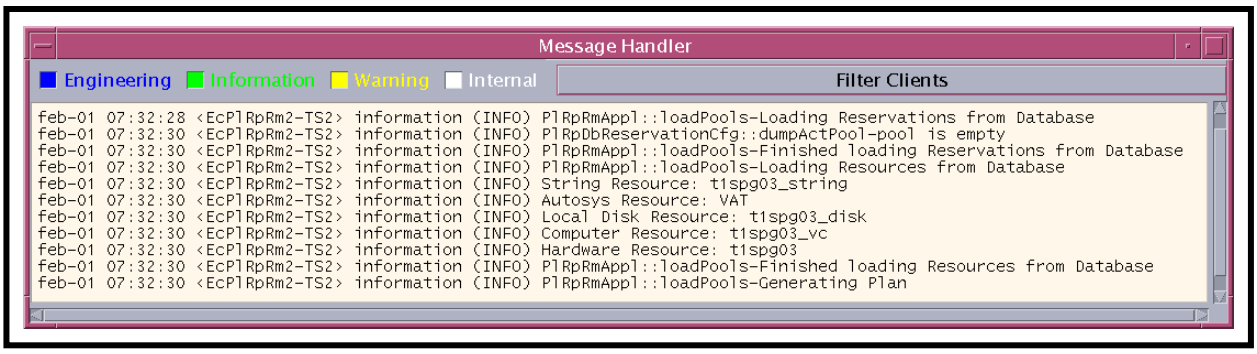

Figure 4. Message Handler GUI
- The **Message Handler** graphical user interface (GUI) (Figure 4) is displayed.
- The **Message Handler** GUI (Figure 4) disappears.